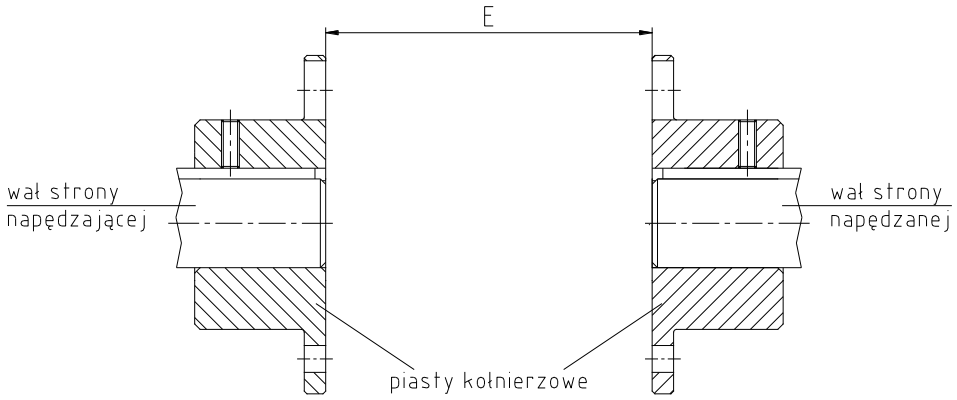

rysunek 17: montaż piast kołnierzowych
- Wewnętrzna strona każdej z piast kołnierzowych musi być zlicowana z czołem wału (patrz rysunek 17).